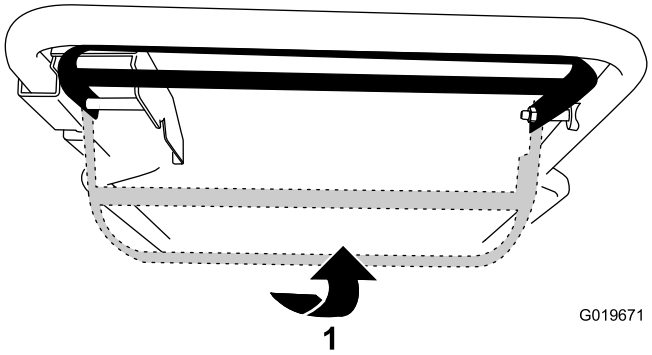

Figura 20
- Per utilizzare la trazione automatica senza inserire le lame, sollevate la barra di comando verso la stegola (Figura 20).
- Per utilizzare la trazione automatica e inserire le lame, fate scorrere la barra di comando fino in fondo a destra e sollevatela verso la stegola (Figura 20).